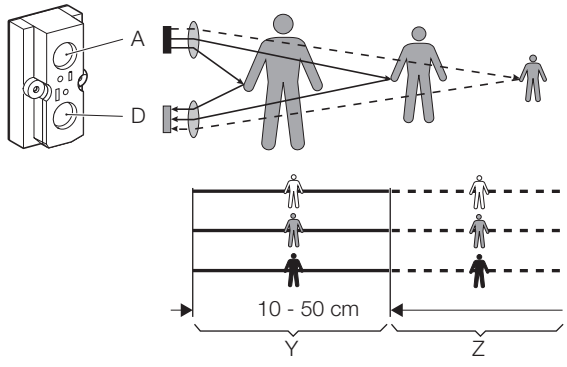

afbeelding 3
- infrarooddetectie van de gebruiker volgens het triangulatieprincipe. Deze driehoeksmeting functioneert met een infraroodzender (A). De uitgezonden infraroodstralen worden door de gebruiker van het urinoir weerkaatst en door de infraroodontvanger (D) waargenomen. De gebruiker is duidelijk herkenbaar in een zone van 10 tot 50 cm (Y) voor het urinoir. Lichte of donkere kleding van de gebruiker, net zoals de omgeving rondom het urinoir (Z) hebben hierop geen invloed. [afbeelding 3]